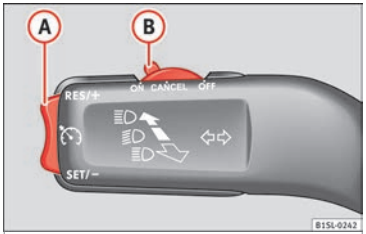

Fig. 34 See position on page 7
- Switching on the CCS: Move switch ››› **Fig. 34** (1) to **ON**. The system is on. If no speed has been programmed, the system will not control it.
- Activating the CCS: Press button ››› **Fig. 34** (2) in the **SET/–** area. The current speed is memorised and controlled.
- Temporarily switching off the CCS: Move switch ››› **Fig. 34** (1) to **CANCEL** or push the brake. The cruise control system is switched off temporarily.
- Reactivating the CCS: Press button ››› **Fig. 34** (2) in **RES/+**. The memorised speed is saved and controlled again.
- Increasing stored speed during CCS regulation: press button (2) in **RES/+**. The vehicle accelerates until the new stored speed.
- Reducing stored speed during CCS regulation: press button (2) in **SET/–** to lower the speed by 1 km/h (1 mph). Speed is reduced until reaching the new stored speed.
- Switching off the CCS: Move switch ››› **Fig. 34** (1) to **OFF**. The system is disconnected and the memorised speed is deleted.